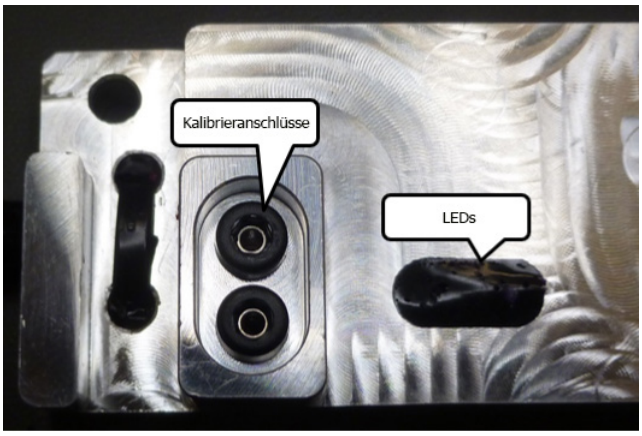

Abbildung 4
2. Verbinden Sie die Kalibrieranschlüsse am Viskokupplung-Simulator mit einem kurzen Kabel (nicht im Lieferumfang enthalten), um die beiden Kalibrierpunkte miteinander zu verbinden. Entfernen Sie das Kabel nach 10 s. Abbildung 4.